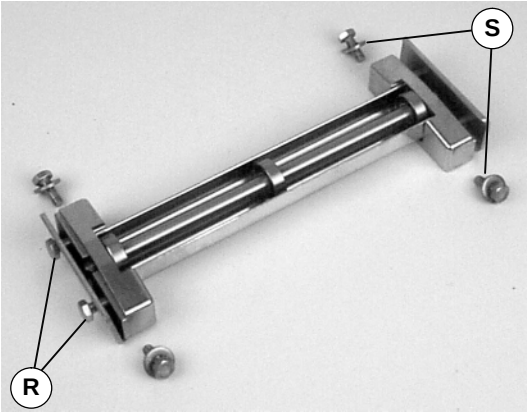

Abbildung 15
2. Die Schrauben lösen (R siehe Abbildung 15) und die Schrauben sowie Unterlegscheiben (S) entfernen.